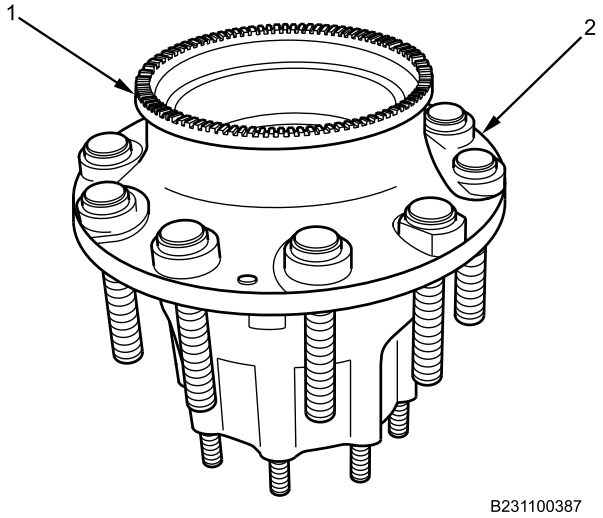

Figure 1. Tone Ring and Hub.
1. Drive ABS tone ring (Figure 1, Item 1) off hub (Figure 1, Item 2) using brass punch.
1. Using dead blow hammer and block of wood, drive ABS tone ring (Figure 1, Item 1) on hub (Figure 1, Item 2). Ensure tone ring is seated squarely on hub.